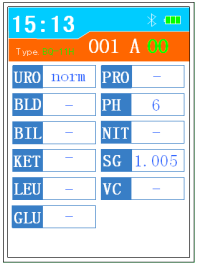

Figura 3-3 Prueba finalizada
2. En la interfaz principal, pulse el botón OK (OK) para iniciar la prueba de la muestra actual;
3. Comienza la cuenta atrás de 60 segundos. Tras finalizar la cuenta atrás o pulsar de nuevo el botón OK (OK), el dispositivo comenzará a probar los datos. Si aparecen mensajes de error durante la prueba, siga las indicaciones y, a continuación, pulse el botón OK (OK) para continuar con la medición;
4. Finalizada la medición, visualice y guarde el resultado de la prueba. Como en la Figura 3-3.